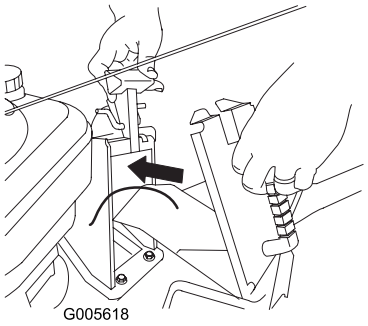

Figur 22
1. Öppna utkastarluckan genom att föra dess handtag bakåt (Figur 22).
2. Öppna utkastarluckan helt och sätt i pluggen (Figur 22).